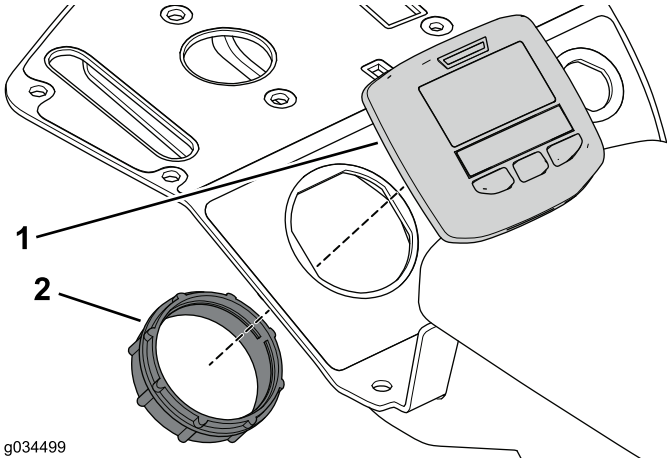

Figur 10
1. Ta bort fästringen så att du kan avlägsna panelen från konsolenheten (Figur 10).